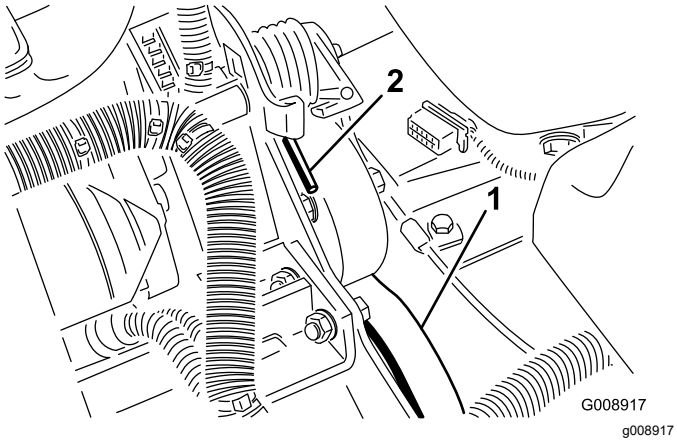

Rysunek 72
2. Popchnij w dół i do przodu koniec sprężyny (Rysunek 72), aby odczepić ją ze wspornika i zwolnić jej napięcie.